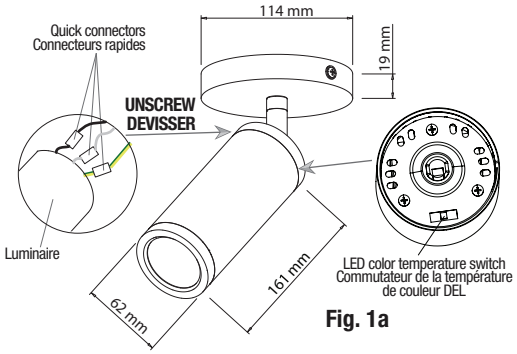

**Fig. 1a**
1. Connect the quick connectors between cylinder module and mounting kit wires (Fig. 1a detail).
2. Select the desired LED color temperature using the switch inside the cylinder (Fig. 1a detail).
3. Assemble the luminaire by screwing the two parts (Fig. 1a).
1. Brancher les connecteurs rapides entre les fils du module cylindrique et ceux du kit de montage (Fig. 1a détail).
2. Sélectionner la température de couleur de la DEL choisie à l'aide de l'interrupteur situé à l'intérieur du cylindre (Fig. 1a détail).
3. Assembler le luminaire en vissant les deux parties (Fig. 1a).